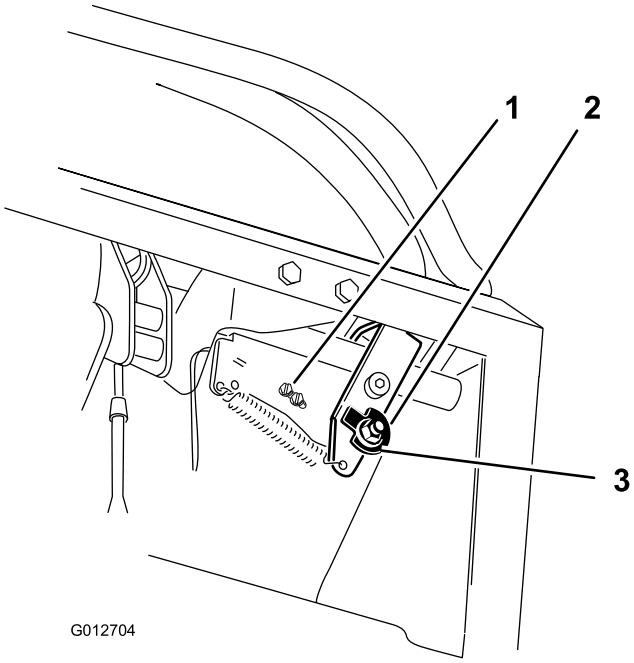
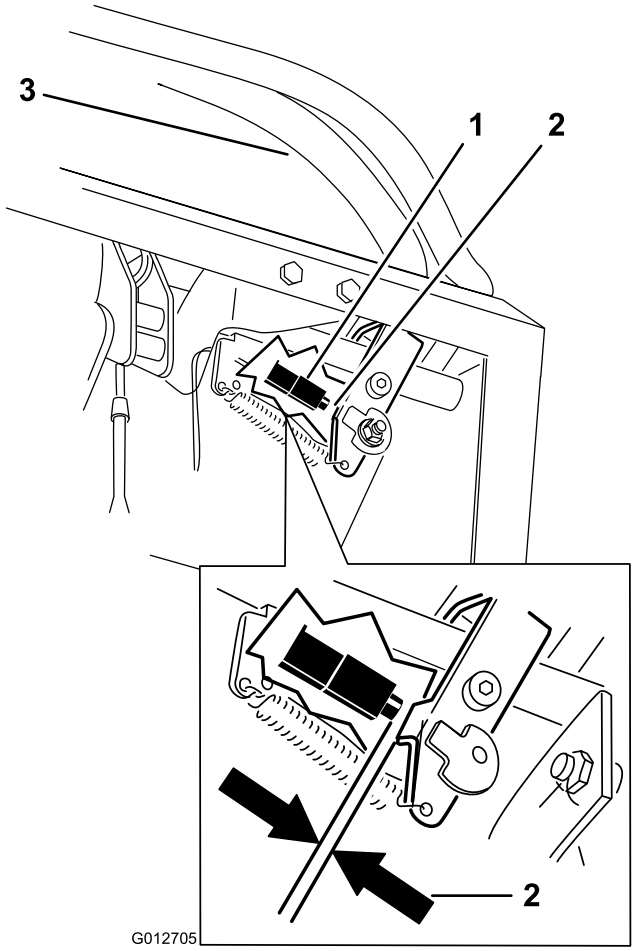

**Figur 68**
**Figur 69**
7. Løsn møtrikken, der fastholder knasten (Figur 68).
10. Kontroller mellemrummet mellem bevægelseshåndtaget og kontakten som vist i Figur 69. Mellemrummet skal være mindst 3 mm, når højre bevægelseshåndtag er i den neutrale, ulåste position.
11. Løsn om nødvendigt skruerne, der holder kontakten, og juster kontakten (Figur 68 og Figur 69).